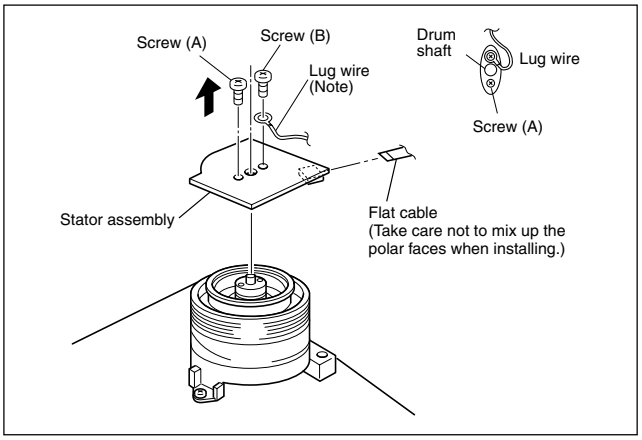
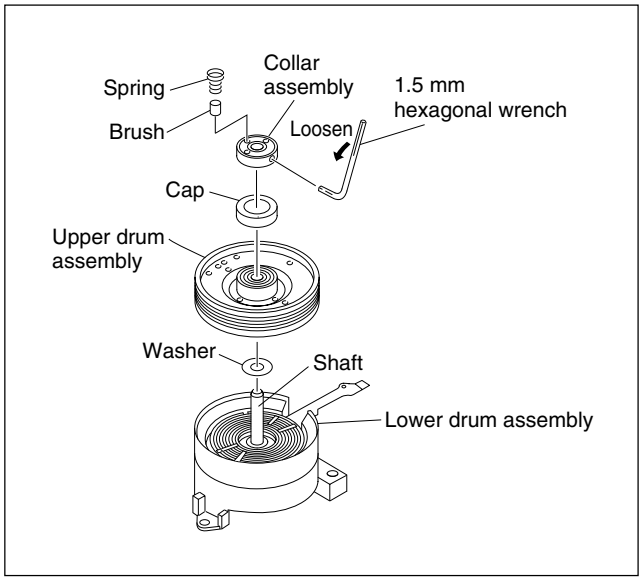
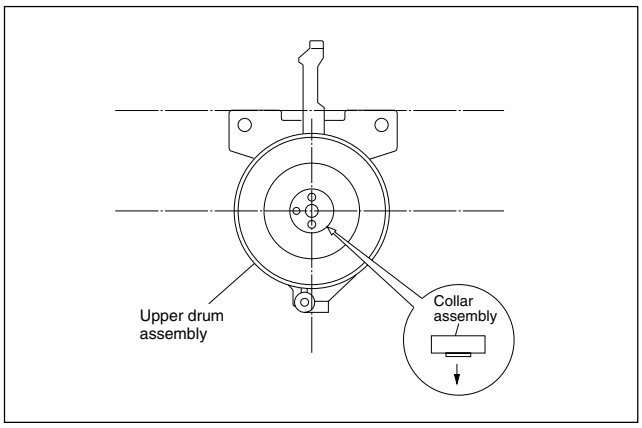

Fig. 2-2-23a
Fig. 2-2-25a
Fig. 2-2-25c
(2) Install a new washer and upper drum assembly on the drum shaft. (See Fig.2-2-25a.)
(3) Install the cap to the upper drum assembly.
(4) Position the collar assembly as indicated in Fig.2-2-25c while controlling its up- down movement.
(5) Secure the collar assembly in position with a hexagonal wrench while pressing its top with the fingers.
(6) After installation, gently turn the upper drum assembly with your hand to make sure that it turns normally. Then install the brush and the spring.
(7) Install the rotor assembly and stator assembly according to Fig 2-2-23a and 2-2-24a.
(8) When installation is complete, clean the upper drum assembly and lower drum assembly and carry out the following adjustments.